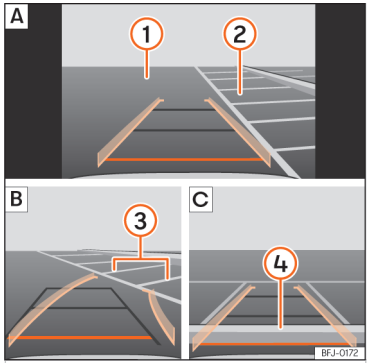

**Fig. 157** Display on the infotainment system screen: parking with the reverse assistant.
Key to the ››› Fig. 157:
- Stop the vehicle in front of the parking space ››› Fig. 157 2 A.